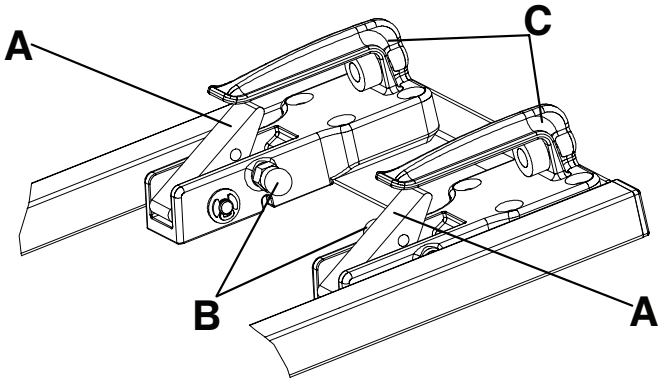

Рисунок 18 – Двухступенчатое блокирующее устройство
Примечание - Кожух защелки ножного конца оснащен двухступенчатым блокирующим устройством (Рисунок 18). После фиксации каталки в фиксаторе красная кнопка освобождения вернется в исходное положение.
Чтобы извлечь каталку из двухступенчатого блокирующего устройства, потяните обе красные кнопки разблокировки (B) на внутренней стороне передних удерживающих крюков (C) (Рисунок 18).